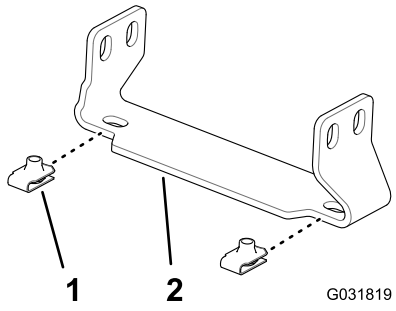

Figur 150
1. Monter de fire klemmemøtrikker (Toro-delnr. 94-2413) på de to støttebeslag på midtersektionsafdækningen (Toro-delnr. 131-3703-03) som vist i (Figur 150).